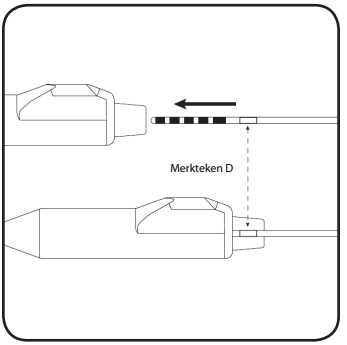

Afbeelding 18. Zorg dat de lead volledig in het connectorblok van de percutane verlengkabel is ingebracht.
4. Steek de lead in het connectorblok van de percutane verlengkabel tot deze goed is geplaatst en de lead niet verder kan worden ingebracht. Merkteken D op de lead moet in de trekontlasting van de percutane verlengkabel zitten (**afbeelding 18**). De retentiemof op de tined lead moet onder de stelschroef van de percutane verlengkabel worden geplaatst.